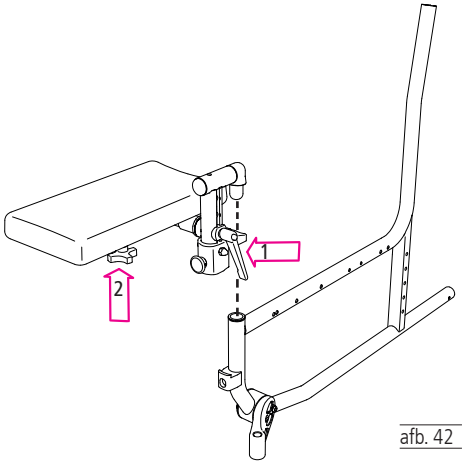

afb. 42
1. Draai de klemhendel los (1, afb. 42).
3. Draai vervolgens de klemhendel weer vast (1, afb. 42).
1. Draai de draaiknop los. (2, afb. 42)